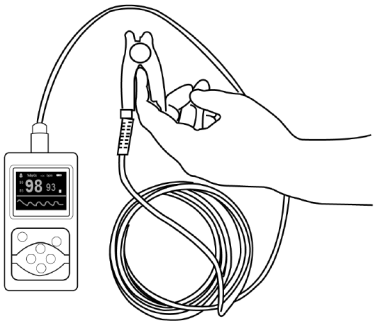

Figura 6 (A sonda real pode ser diferente da sonda da Figura 6, aceite a sonda real com o dispositivo)
- O dedo deve ser colocado corretamente (veja a figura 6 em anexo), uma vez que uma instalação inapropriada ou uma posição de contacto inapropriada do sensor influenciará a medição.
A. Ponha o dedo dentro da sonda. Consulte a Figura 6.